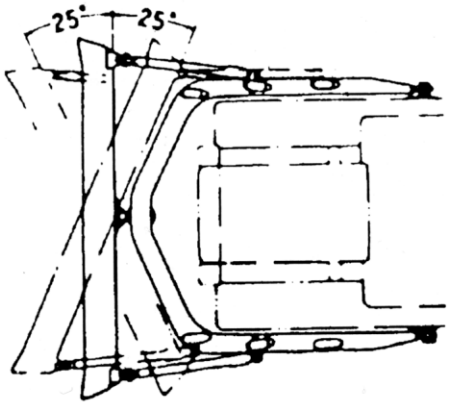

Рис. 3-4.
3.4.1 Регулировка поворотного отвала (Рис. 3-4 …3-5).